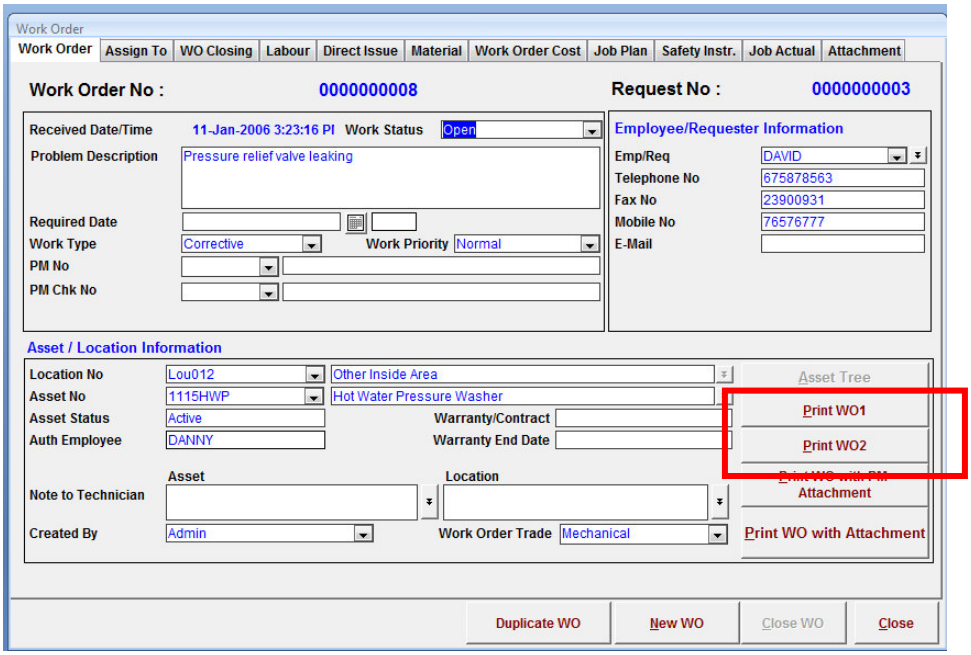

Figure 31: Printing a Work Order
1. Print individual work order. (Refer to Figure 31)